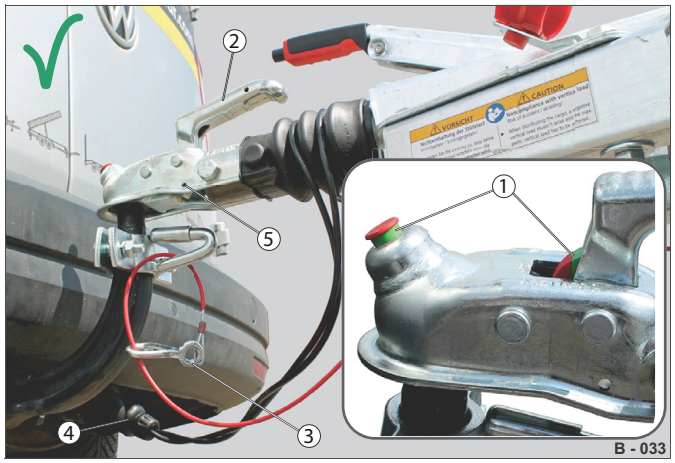

Abb. 9 Příklad: připojení brzděného přívěsu
▶ Vytáhněte rukojeť (Abb. 9/2) zcela nahoru.
Je vidět zelený válec bezpečnostního indikátoru (Abb. 9/1).